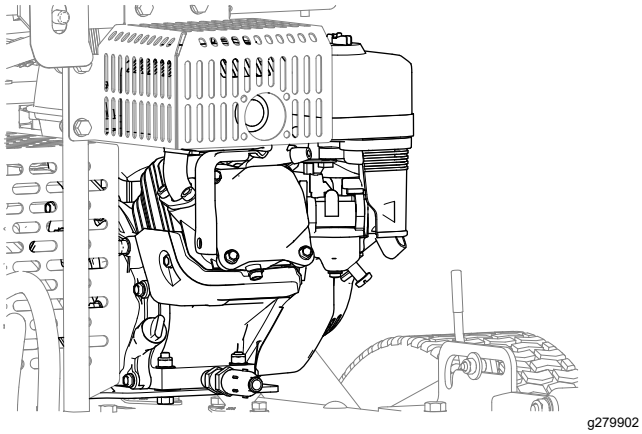

Rysunek 42
4. Usuń ziemię i zanieczyszczenia z silnika i żeber chłodzących silnika (Rysunek 42).